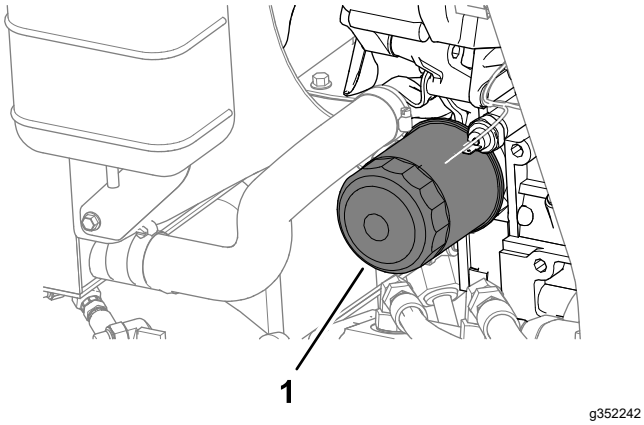

Figuur 64
4. Verwijder het oliefilter (Figuur 64).